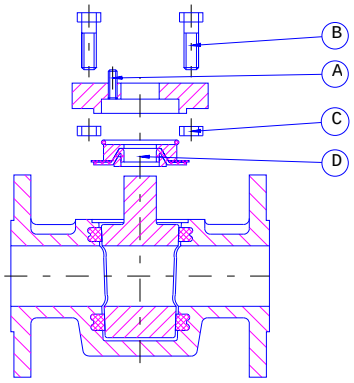

Abb. 1 Fig. 1
1. Betätigungselemente und Deckel abnehmen (Abb.1)
1. Remove operating device and cover (fig.1)
2. Dichtgruppe und Kegel herausnehmen (Abb.1)
2. Remove seal kit and plug (fig.1)